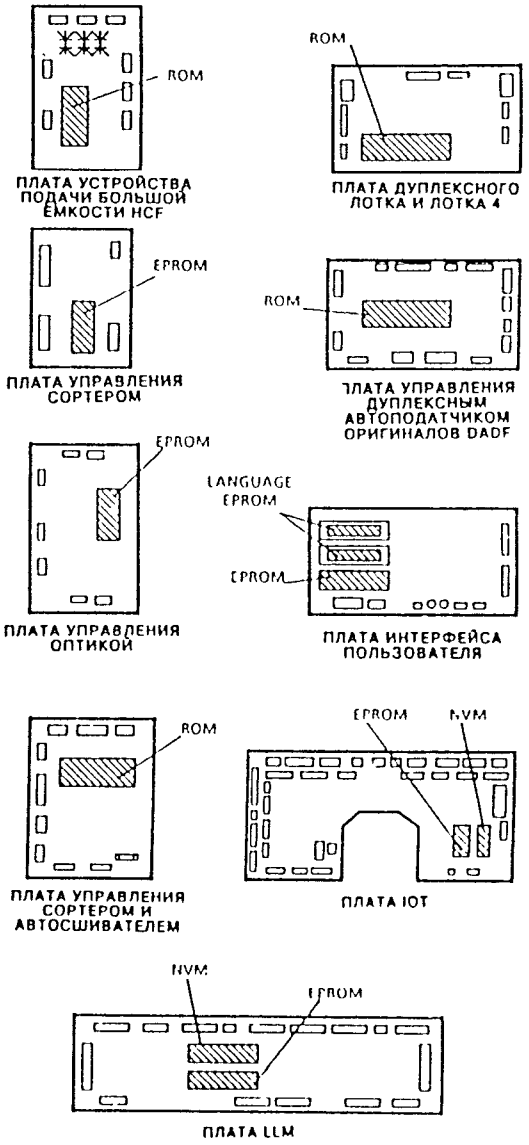

Рис. 1. Размещение элементов
3. Снимите микросхемы энергонезависимой памяти NVM и EPROM с неисправной печатной платы, если они на ней установлены (смотрите Рис. 1).